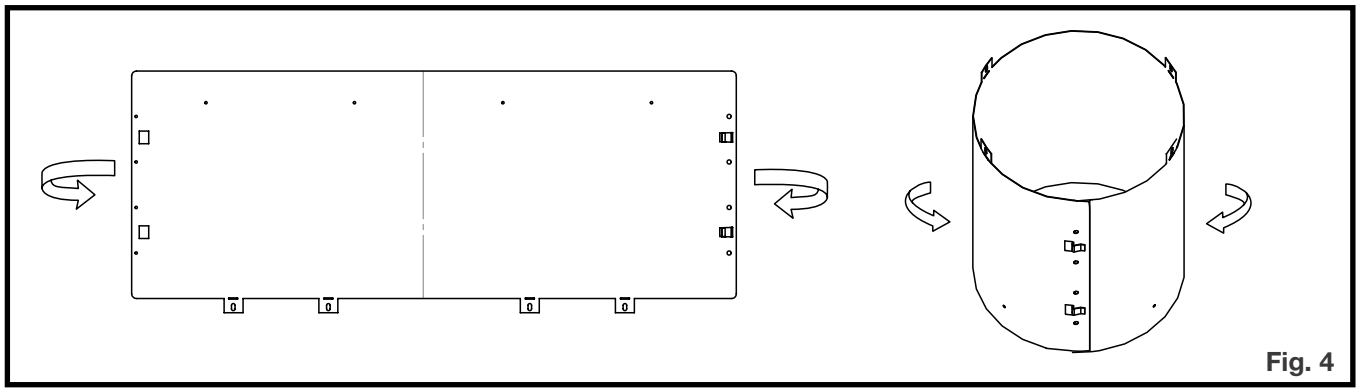

Fig. 4
4. Enlevez la douille d'évent comme illustré et assurez-vous de fixer les extrémités ensemble **(Fig. 4)**.